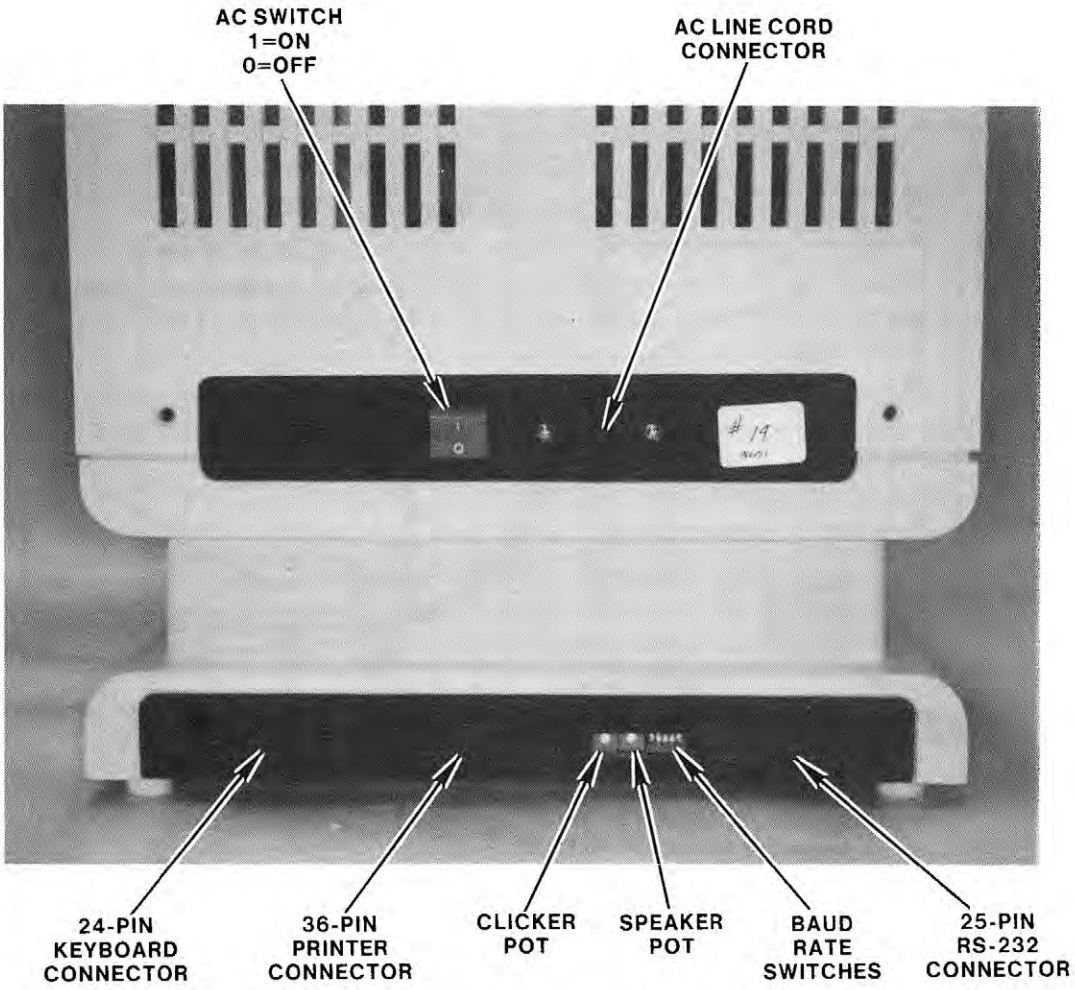

FIGURE 3-2 TERMINAL REAR PANELS
a. Remove the CRT module cover by removing the the two screws on the rear of the unit. (figure 3-2) Remove packing insert.